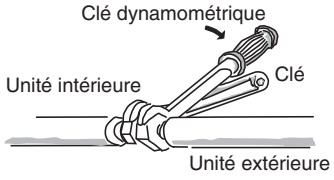

Fig. 5-6
(2) Pour fixer les écrous évasés, appliquer le couple de serrage spécifié.
- Lors du démontage des écrous évasés des connexions de tube, ou lors de leur serrage après la connexion du tube, toujours utiliser 2 clés à molette ou des clés. (Fig. 5-6)